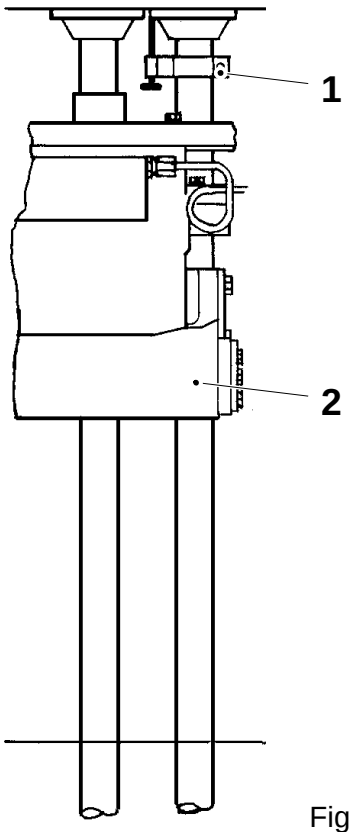
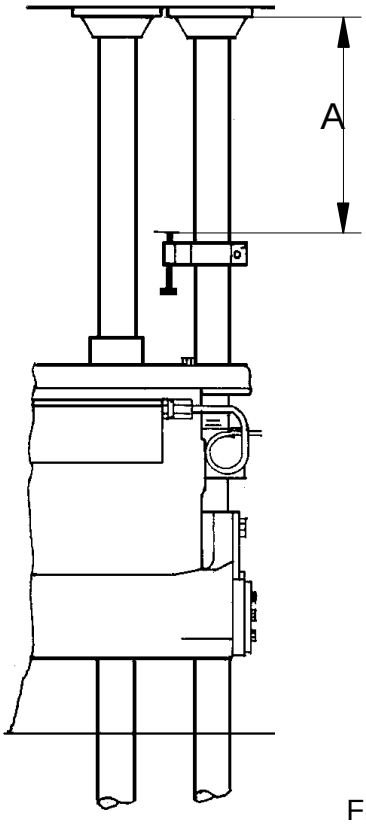

Fig. 1
Fig. 2
a) Crank to 35° (30° for 200S) and fit the point measuring clamp (1), on the LH yoke guide, see fig. 1.
b) Crank until the yoke (2) reaches its lower turning position, see table below.
c) Measure stroke A with a rod micrometer and record the result, see fig. 2.
d) Remove the point measuring clamp (1).